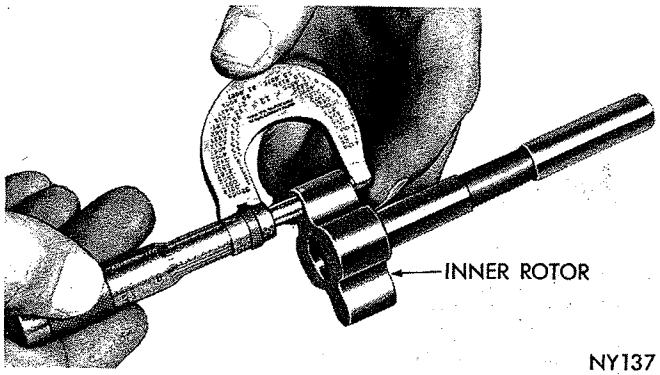

***Fig. 54—Measuring Inner Rotor Thickness***
(4) If inner rotor length measures less than .649 inch (Fig. 54), replace inner rotor.